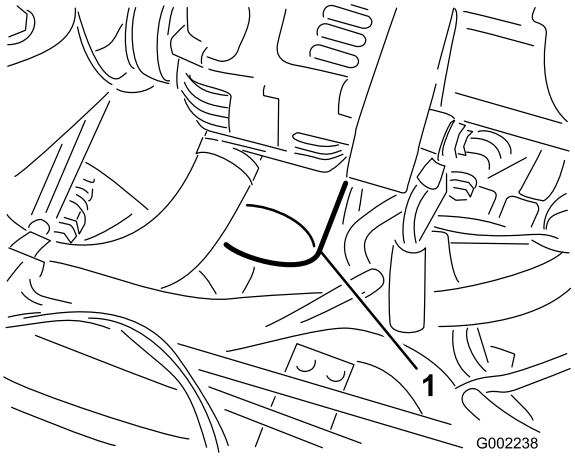

Figure 40
7. Remove the old oil filter (Figure 40).
10. Install the replacement oil filter to the filter adapter. Turn the oil filter clockwise until the rubber gasket contacts the filter adapter, then tighten the filter an additional 1/2 turn (Figure 40).